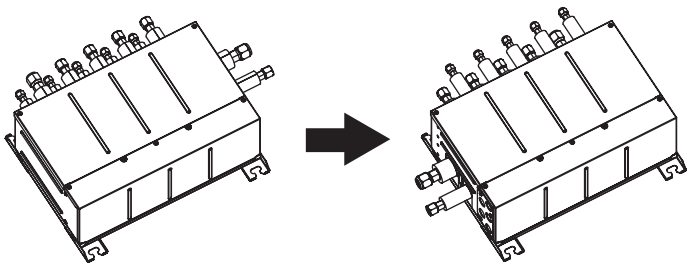
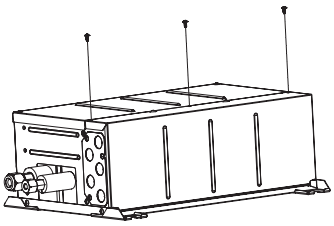

Fig. 4-4
Fig. 4-5
4.1. Il est possible de modifier la direction des tuyaux. (Fig. 4-4). [Procédures de travail] (Fig. 4-5)
① Retirer les vis de chaque pièce.